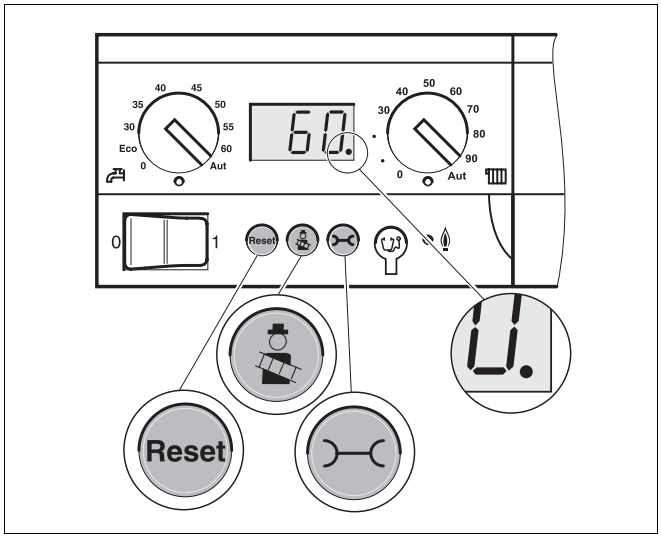

Rys. 36 Sterownik bazowy Logamatic BC10
- Nacisnąć jednocześnie przyciski "Test spalin" i "Stan pracy" przez ok. pięć sekund, aby przejść do trybu pracy z mocą częściową (rys. 36). Na wyświetlaczu pojawia się "Lxx" (np. L80).
- Przy pomocy przycisku "Test spalin" (rys. 36, zwiększanie wartości) lub przycisku "Reset" (rys. 36, zmniejszanie wartości) ustawić kocioł grzewczy na moc częściową "L40".